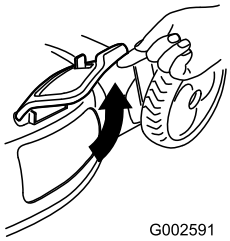

Figur 20
2. Lyft upp sidoutkastarluckan (Figur 20).